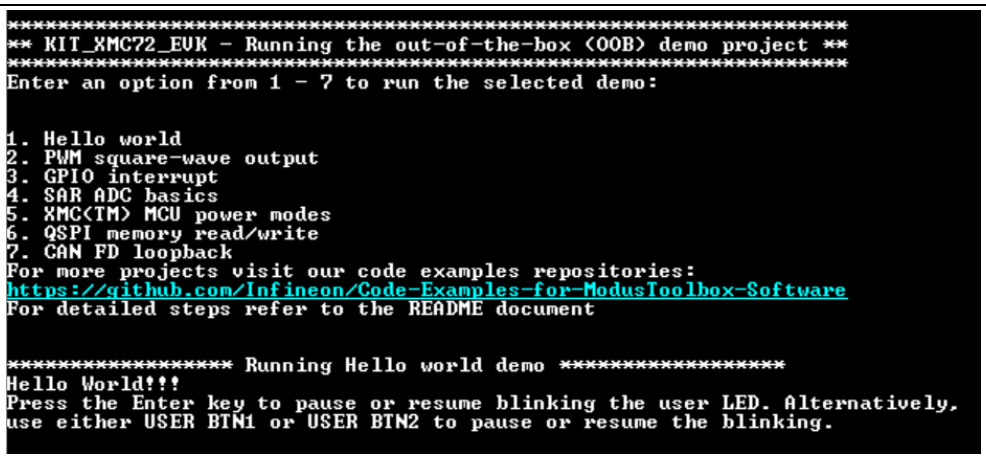

Figure 14 OOB demo project message in the terminal
8. Press the reset button (SW1) on the board,andconfirm that terminal application displays the code example title and other text as shown in **Figure 14**.